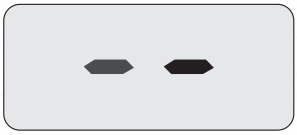
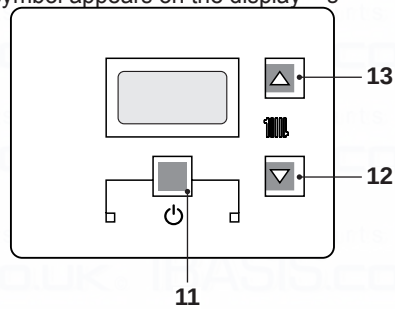

Fig. 7.10
Fig. 7.11
- Electrically power the boiler by switching on the double pole isolation switch. The LCD will display, the symbol (Fig. 7.10).
- Press the 11 key for 2 seconds until symbol appears on the display Fig. 7.11.
- Switch off the boiler by pressing the 11 (Fig. 7.11) key for 2 seconds until the symbol appears on the LCD display (Fig. 7.10).
Press the reset key on the boiler control panel 11 (Fig. 7.11) to reset its functioning.